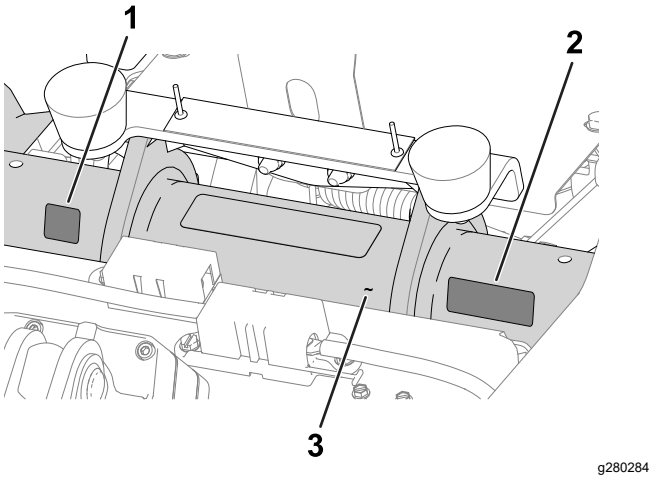

Figur 11
- **Mærkat for produktionsår** og **CE-mærkat**: Påfør mærkaterne på stelrøret under sædet og serienummerpladen. Se Figur 11.